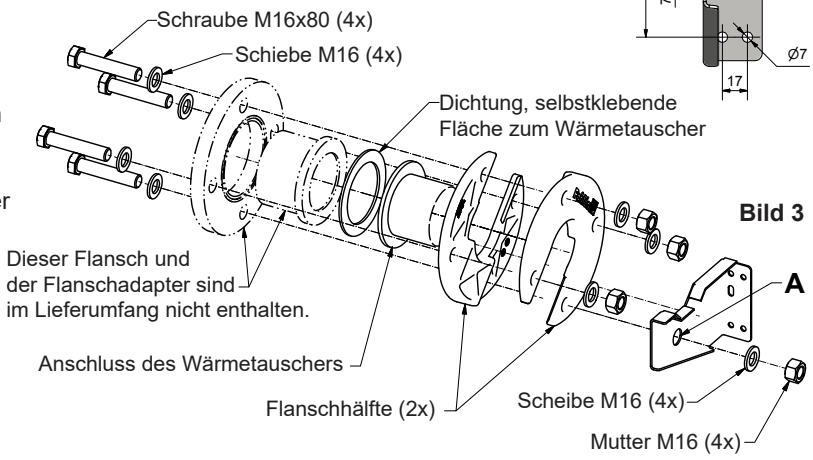

Bild 3
5. Setzen Sie den teilbaren Flansch am Rohrstutzen des Wärmetauschers an, siehe Bild 3.